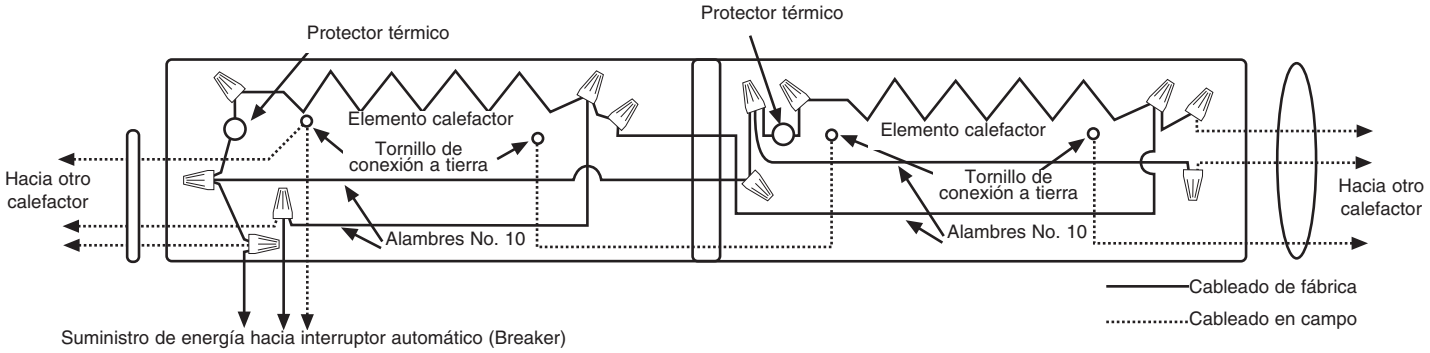

Fig. 8
9. Siguiendo el diagrama de cableado fijado al calefactor, realice las conexiones eléctricas. Consulte la Fig. 8 para conectar los otros calefactores en paralelo. La conexión a tierra de los otros calefactores se logra conectando un alambre de puente (no suministrado) entre dos calefactores adyacentes.
NOTA IMPORTANTE: Estos calefactores se suministran con un límite de seguridad incorporado (Protector térmico – vea la Fig. 8) para apagar automáticamente el calefactor si éste se obstruye o se sobrecalienta de otro modo debido a una condición anormal. Los calefactores no deben ciclar (apagarse y encenderse) por este control de seguridad durante el uso normal. Si esto está ocurriendo, revise la instalación del calefactor para garantizar que éste tiene los espacios libres adecuados y que el flujo de aire libre alrededor del calefactor no está restringido. Si el calefactor continúa ciclando (apagándose y encendiéndose) por este control de seguridad, interrumpa su uso hasta que pueda ser inspeccionado y/o reparado por un electricista capacitado.